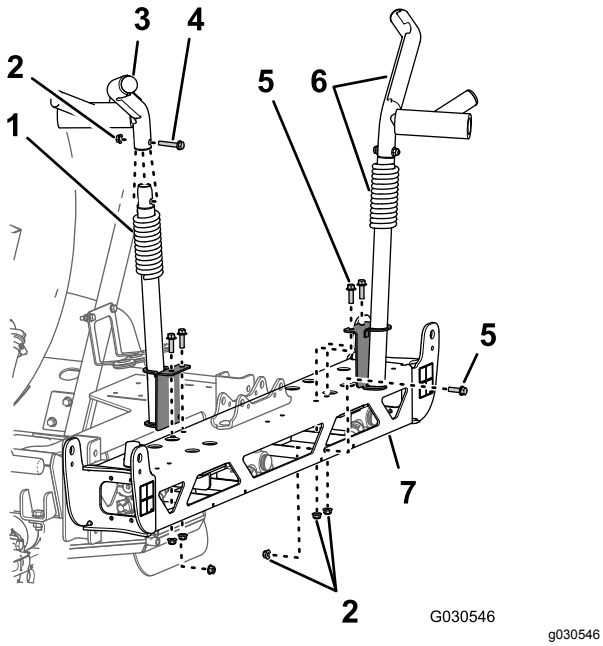

Figur 77
1. På venstre bomholder afmonteres den flangehovedbolt (3/8 x 2 tommer) og flangelåsemøtrik (3/8 tomme), der fastgør venstre øvre holder på den nederste holderenhed (Figur 77).
2. Afmonter de 3 flangehovedbolte (3/8 x 2 tommer) og 3 flangelåsemøtrikker (3/8 tomme), der fastgør venstre nedre bomholder til stellet af midterbomsektionen, og afmonter holderen (Figur 77).
3. På højre holder afmonteres den vandrette og de 2 lodrette flangehovedbolte (3/8 x 1-1/4 tomme) og 3 flangelåsemøtrikker (3/8 tomme), der fastgør højre boms holderenhed til midterbomsektionens stel (Figur 77).